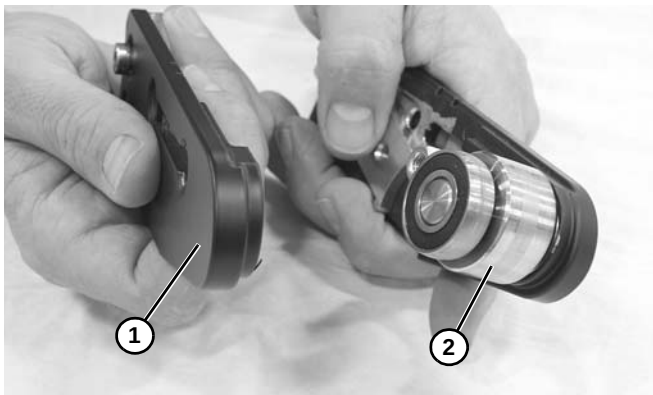

Figure 59
4. Retirer la plaque de tête **(Figure 59, élément 1)** et la broche **(Figure 59, élément 2)**.